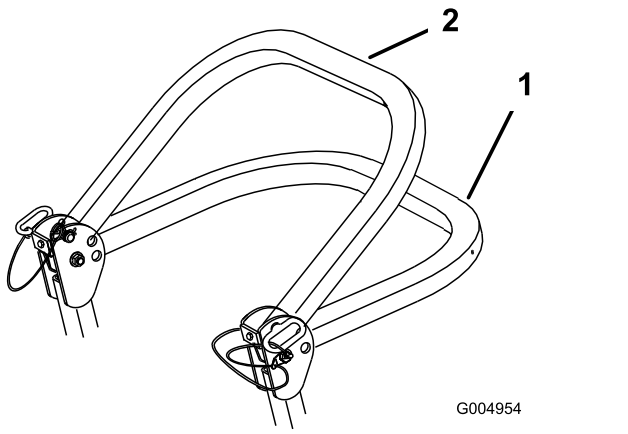

Figuur 8
2. Klap de rolbeugel omlaag (Figuur 8).
Opmerking: De rolbeugel kan in 2 standen omlaag worden geklapt; zie Figuur 8.